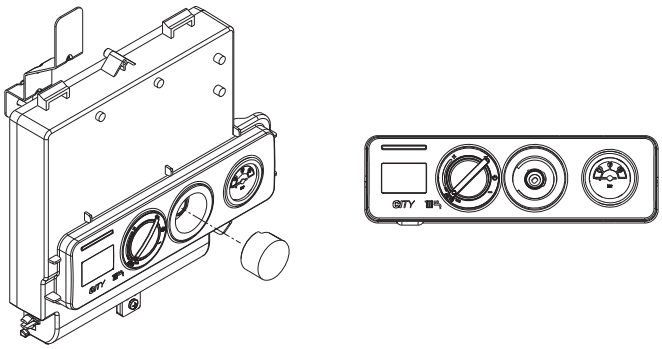

Рис. 4.3
- снимите заглушку на панели управления поддев ее отверткой (рис. 4.3)